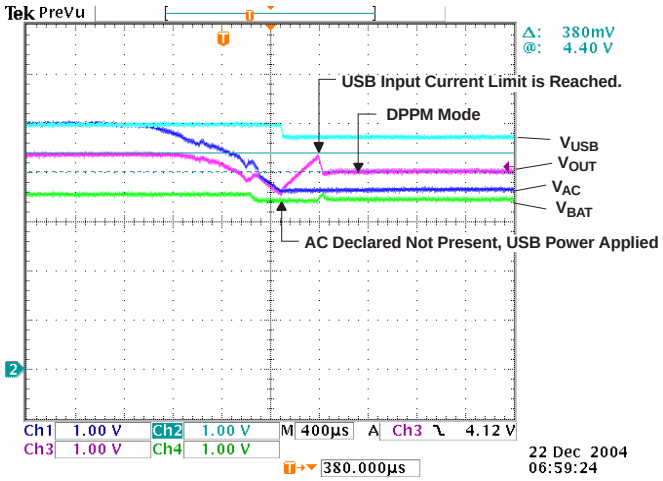

Figure 10. Remove AC – PWR XFER to USB
Figure 10 illustrates when AC is removed, power transfers to USB; PSEL = H (AC primary source); channel 1 (CH1) VAC = 5.4 V; channel 2 (CH2) $V_{(USB)}$ = 5 V; channel 3 (CH3) V_{OUT}; output current, I_{OUT} = 0.25 A; channel 4 (CH4) V_{BAT} = 3.5 V; and $I_{(PGM-CHG)}$ = 1 A. The power transfer from AC to USB only takes place after the primary source (AC) is considered bad (too low, V_{AC}<=V_{BAT} + 125 mV) indicated by the ACPG FET turning off (open drain not shown). Thus, the output drops down to the battery voltage before the USB source is connected (6th div). The output starts to recover when the USB FET starts to limit the input current (7th div) and the output drops to the $V_{(DPPM-REG)}$ threshold.